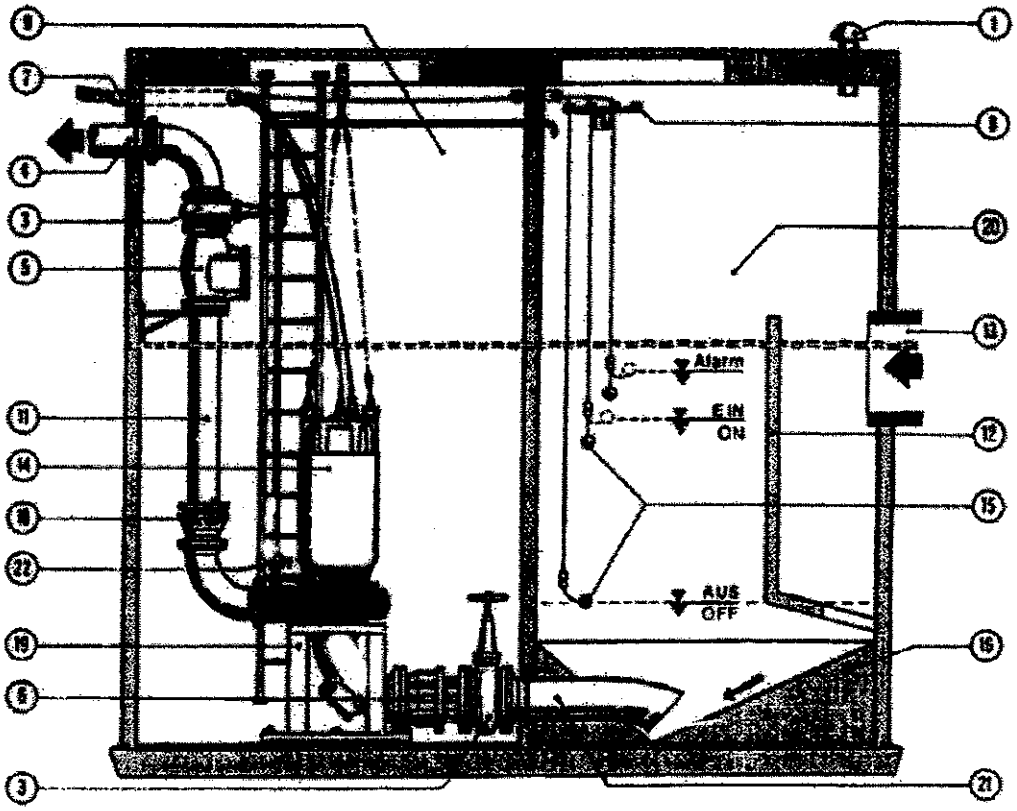
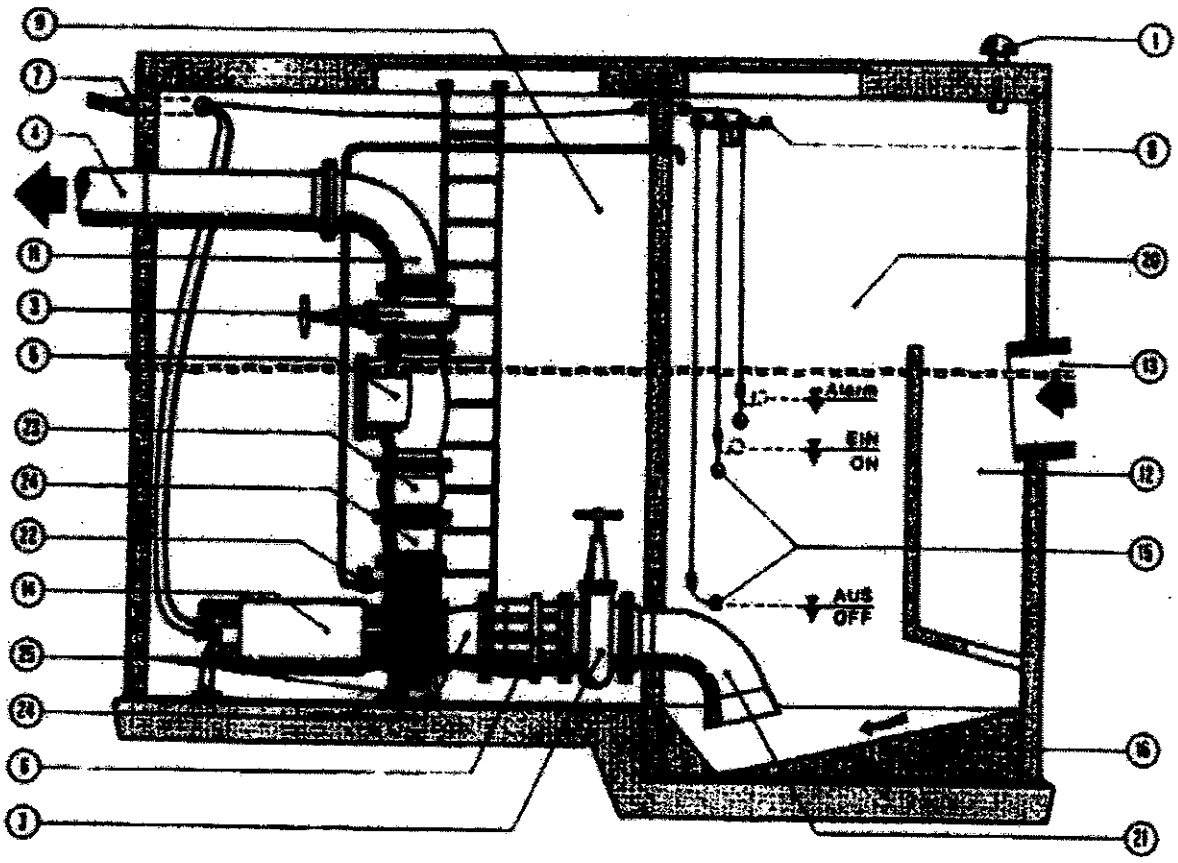

Rys. 8. Instalacja sucha, pionowa pomp AFP 1501 – 6004.
Rys. 9. Instalacja sucha pozioma pomp AFP 1501 – 6004.
Porównanie charakterystyk temperatura – rezystancja dla poszczególnych czujników przedstawia rys. 8.
rys. 8. Charakterystyki temperatura – rezystancja czujników termicznych stosowanych w pompach AFP. A – czujnik bimetaliczny, B – termistor PTC, C – rezystor PT 100.
- Instalacja sucha stacjonarna (rys. 8, rys. 9).